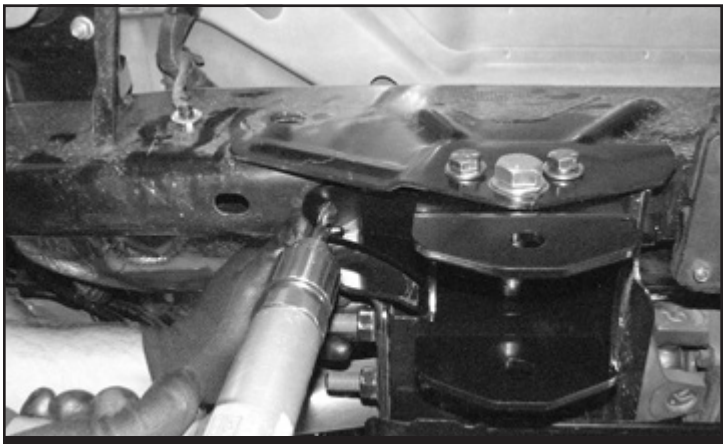

FIGURE 38 - STEP 43
43. Using the Fabtech the radius arm drop bracket as a drill guide, drill a ½ hole through the bottom of the frame. **SEE FIGURE 38**